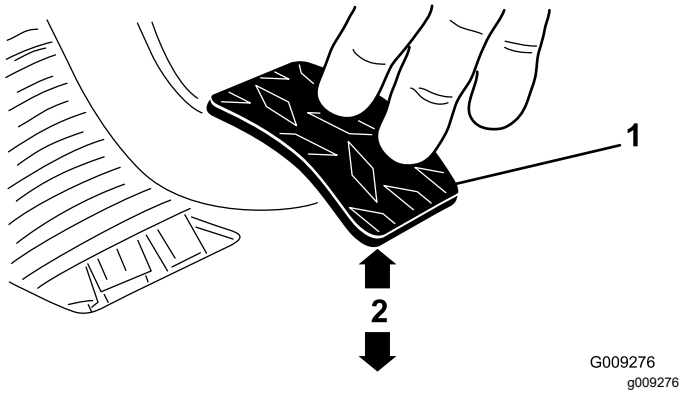

Figuur 69
3. Stel de contramoeren en/of kogelverbinding zo af dat het achterste deel van het koppelingspedaal 9,2 tot 9,8 cm is verwijderd van de bovenkant van het ruitprofiel van de antislipvloerplaat, wanneer een kracht van 1,8 kg wordt uitgeoefend op het pedaal (Figuur 69).